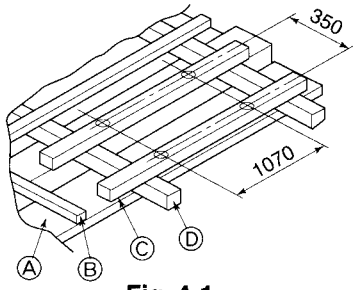

Fig. 4-1
4.1.1. Wooden structure (Fig. 4-1)